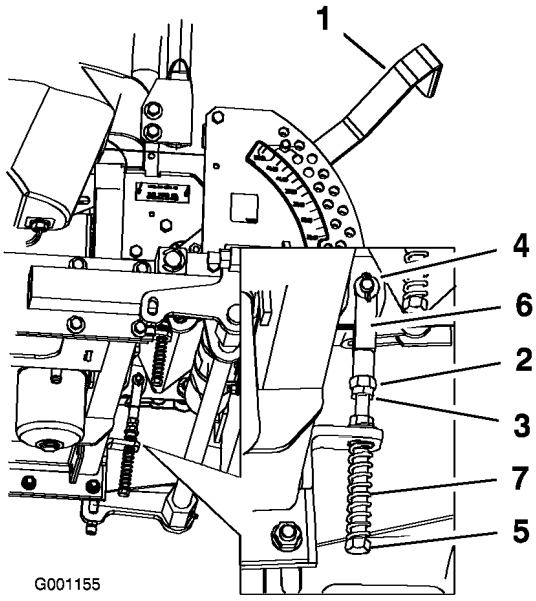

Figur 65
8. Hvis justering er nødvendig, skal møtrikken og kontramøtrikken løsnes mod gaflen (Figur 65).
9. Foretag et let, bagudgående tryk mod bevægelseshåndtaget, og drej hovedet på justeringsbolten i den rigtige retning, indtil håndtaget sidder i midten i neutral låseposition (Figur 65).
10. Spænd møtrikken og kontramøtrikken (Figur 65).